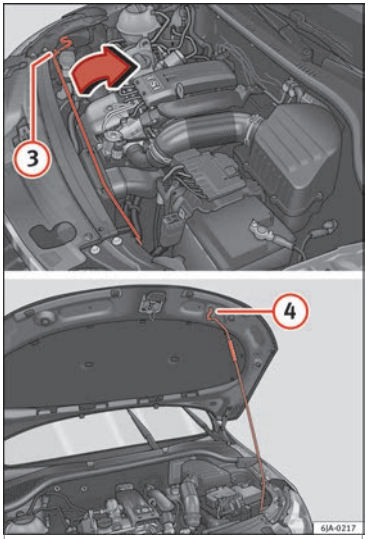

Fig. 204 Locking the bonnet.
– Remove the support strut (3) ››› **Fig. 204** from its fastening in the direction of the arrow and secure the raised bonnet so that the end of the strut hooks onto the opening in the bonnet (4).